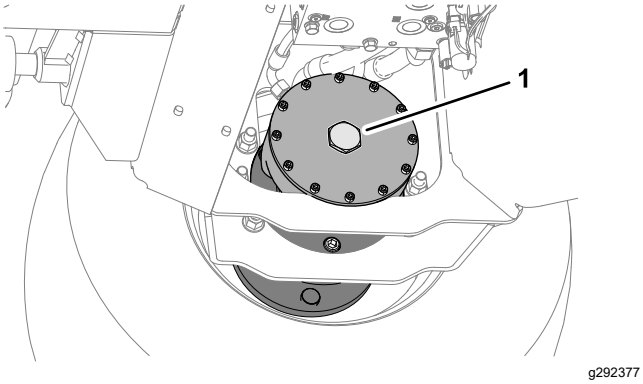

Figur 40
2. Montera sexkantspluggen i motorns ändplåt (Figur 40).
6. Stuva undan de två 12 x 40 mm-skruvarna och de två 12 mm-brickorna som förvaras i plattformens stödskenor (Figur 40).